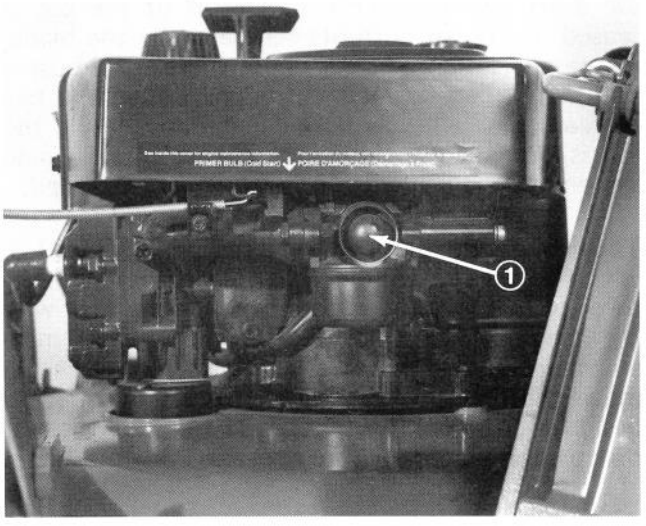

Figure 14
3. Place foot on step at left side of mower housing (Fig. 13) and keep other foot from beneath the housing. Pull fingertip starter handle up until positive engagement results, and pull handle quickly to start the engine. Regulate throttle as desired. Since the carburetor has a prime well that supplies an extra-rich charge of gasoline for starting the engine, wait about 10 seconds after pulling the starter handle two or three times. If 10 seconds does not elapse between attempted starts, the prime well will not refill and the engine may not start. Also, there is a primer bulb to assist starting in colder – below 50° F (10° C) temperature. Below 50° F (10° C), push primer once (Fig. 14) and continue normal starting procedures. Do not pull starter rope to its limit or let go of the handle when rope is pulled out because starter mechanism or rope may break.